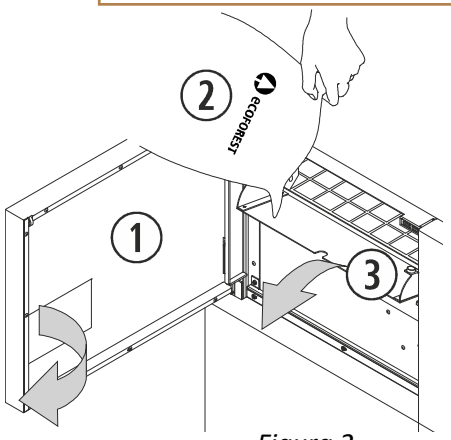

Figura 2
2.18. Para realizar la carga de combustible en la estufa, debemos abrir la tapa de la tolva y vaciar el saco de combustible con cuidado, para evitar que rebose el combustible. La carga de combustible en el modelo Super Insert se realizará por el frontal (*figura 2*).
①	Tapa de la tolva.
②	Combustible.